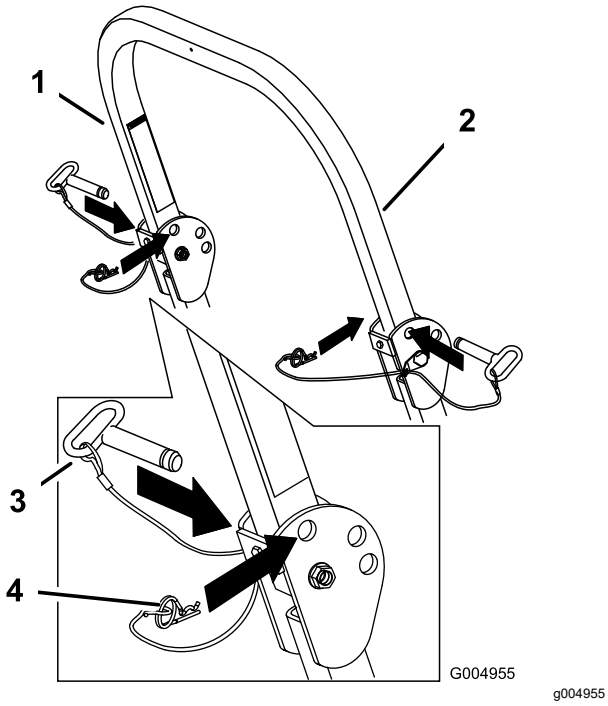

Bild 9
1. Entfernen Sie die Splints und die zwei Stifte (Bild 9).
3. Setzen Sie die zwei Stifte ein und befestigen sie mit den zwei Splints (Bild 9).
2. Richten Sie den Überrollbügel ganz auf, setzen Sie die zwei Stifte ein und befestigen Sie die Stifte mit den Splints (Bild 9).